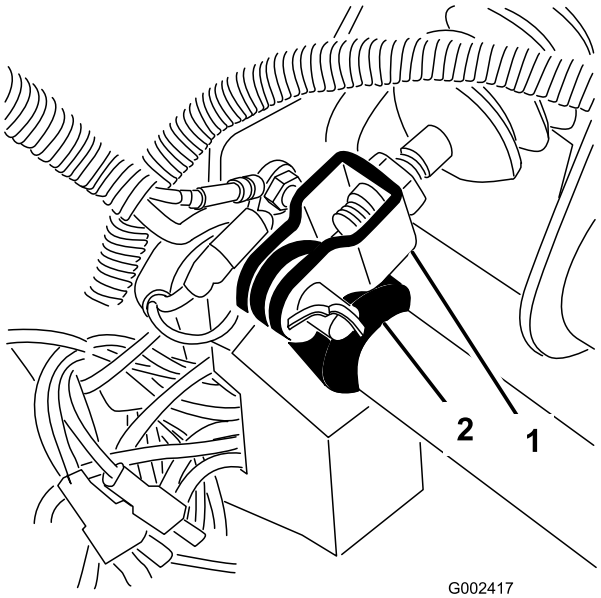

**Figur 62**
1. Fjern låseclipsen og gaffelbolten, som fastgør hovedcylindergaflen til bremsepedalens drejetap (Figur 62).